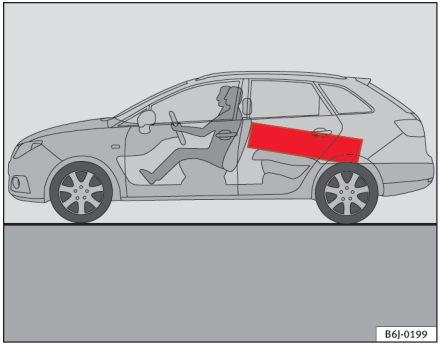

Fig. 87 Læg tunge ting så langt frem som muligt.
– Læg tunge ting så langt frem som muligt ⇒ fig. 87.